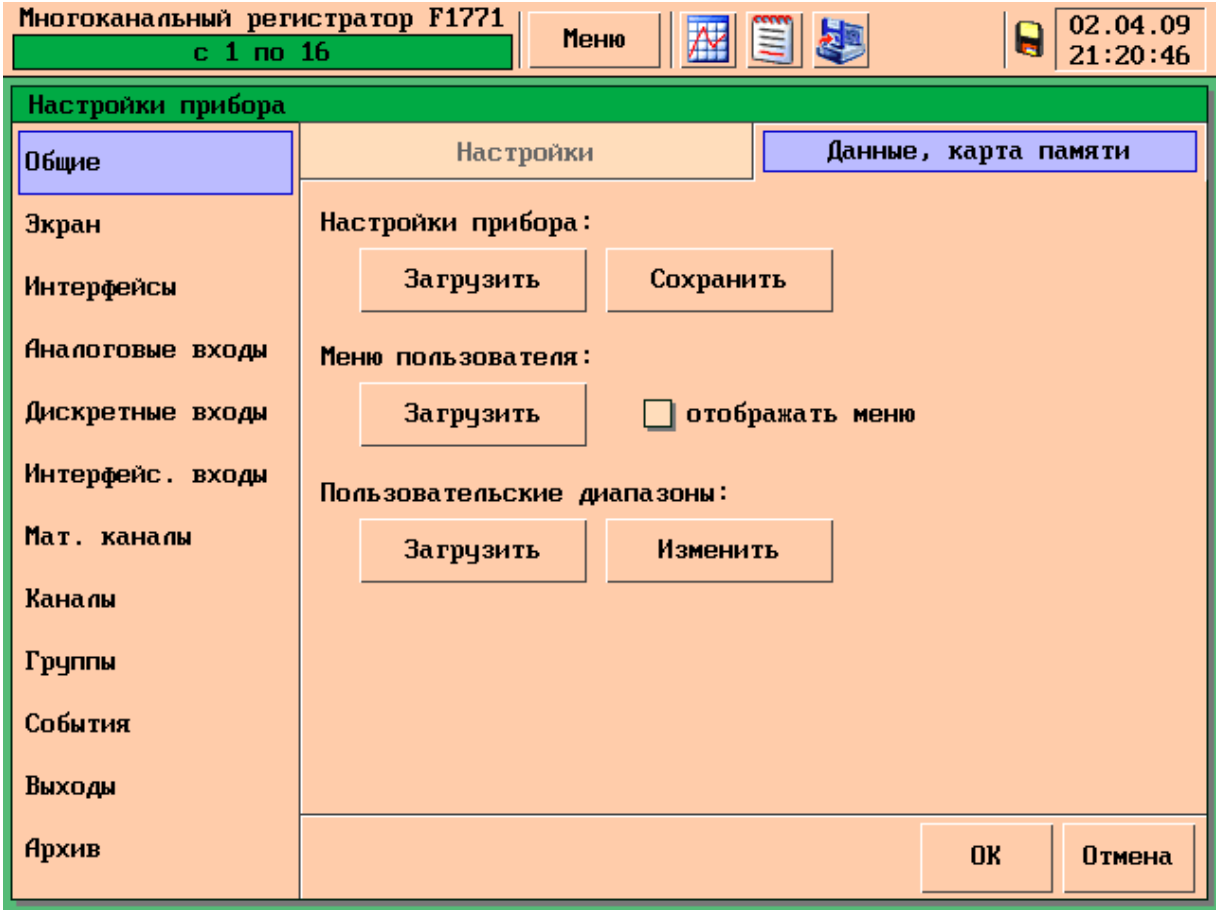

Рисунок 28 – Раздел меню «Общие», вкладка «Данные, карта памяти»
5.3.2 Раздел меню «Общие», вкладка «Данные, карта памяти», см. рисунок 28.